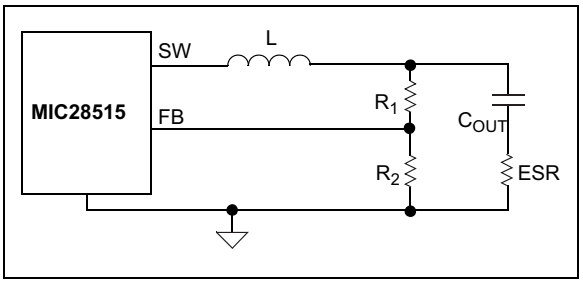

***FIGURE 5-2:*** *Enough Ripple at FB.*
1. Enough ripple at the feedback voltage due to the large ESR of the output capacitors (Figure 5-2). The converter is stable without any ripple injection.